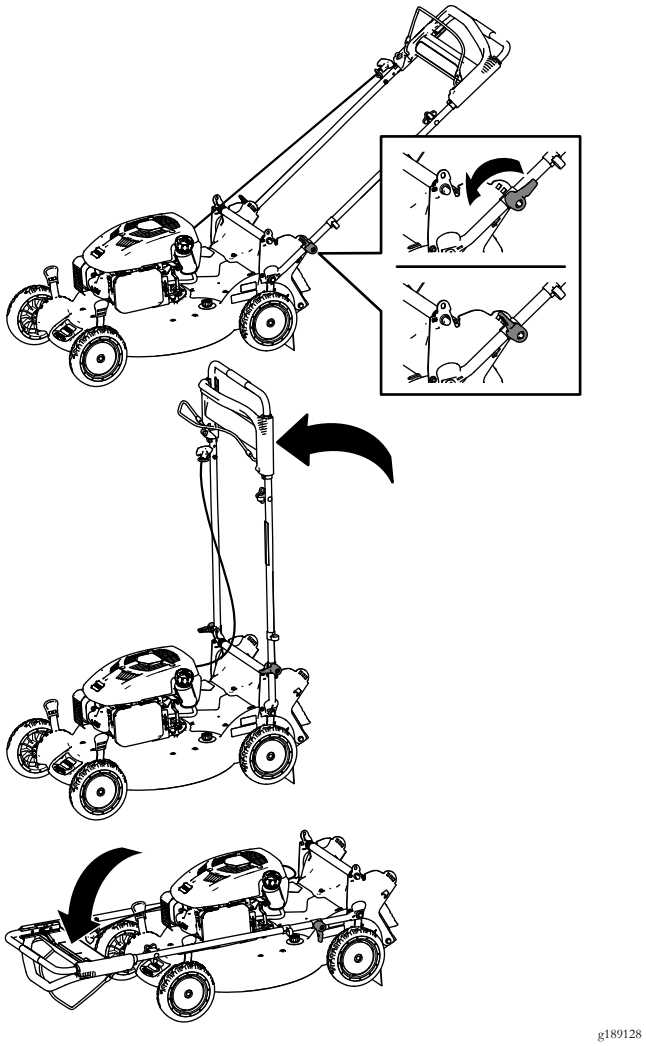

Figure 36
2. Pliez la partie supérieure du guidon en avant (Figure 36).